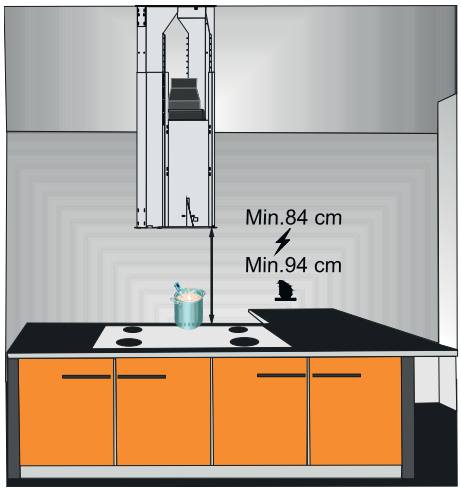

*Fig. 9*
- A distância entre o bloco do motor e o fogão deve ser 94 cm para os modelos a gás e a eletricidade (Fig. 9).